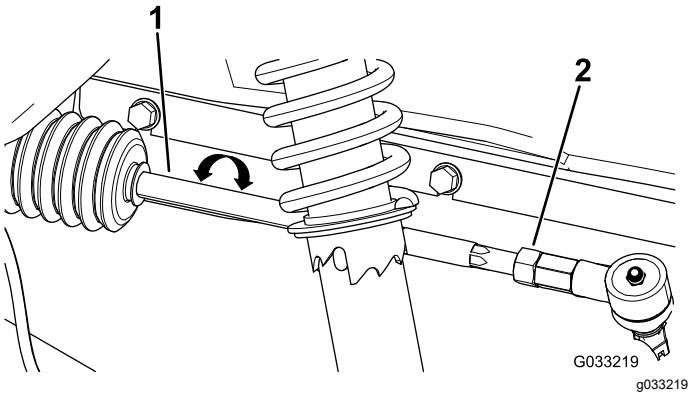

**Figuur 57**
2. Als deze afstand buiten het bereik van 0 tot 6 mm valt, moet u de contramoeren aan het uiteinde van de spoorstangen losdraaien (Figuur 57).